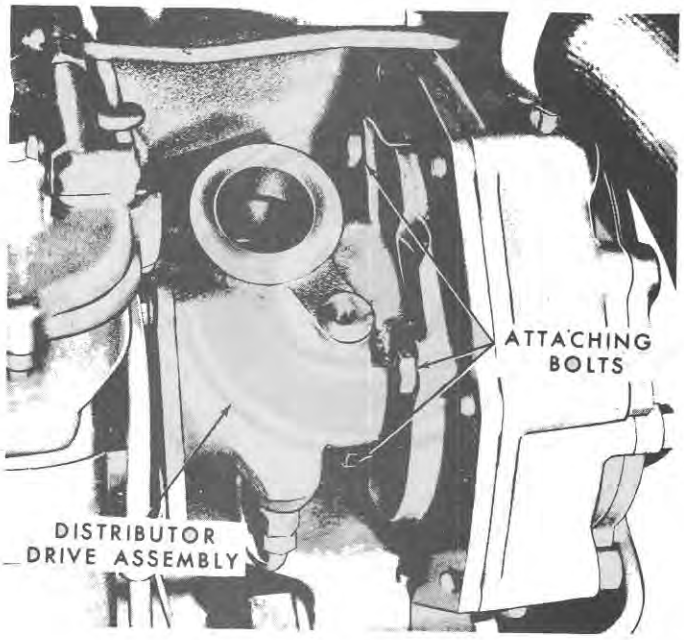

Figure 76
The distributor drive assembly, Figure 76, is located on the front right-hand side of the engine and is attached to the engine and front adapter plate. The distributor drive assembly consists of a housing, housing cover, gasket, and distributor drive shaft assembly, and is driven by the governor drive gear which is keyed to the distributor drive shaft assembly. The gear on the drive shaft assembly meshes with the distributor-driven gear. The assembly is lubricated from the engine main oil gallery through a tube leading into the drive housing.
7. Remove the three bolts that attach the distributor drive housing to the front engine plate and remove the housing, Figure 76. It may be necessary to tap the shaft from the governor drive gear with a soft hammer.
1. Using a new gasket, position the drive assembly on the front engine plate. Align the key on the shaft with the keyway in the drive gear and start the shaft into the gear. Install the three drive housing bolts and lock washers, Figure 76.